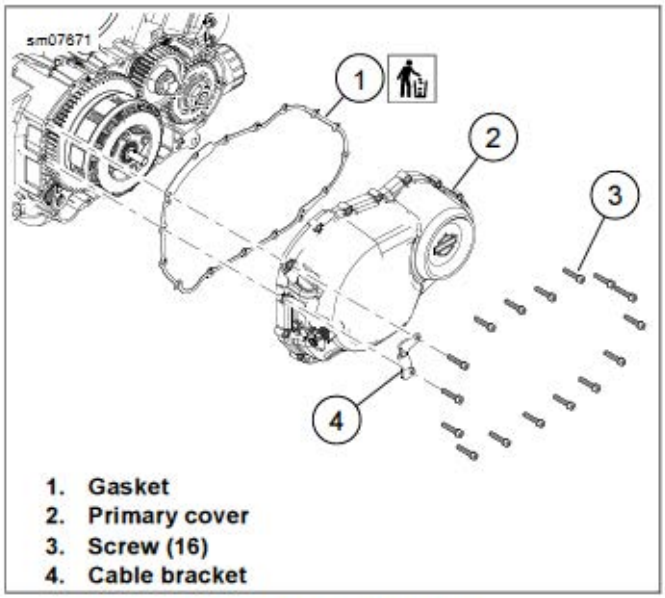

Figure 4-34. Primary Cover
1. Remove primary cover Figure 4-34 (2)